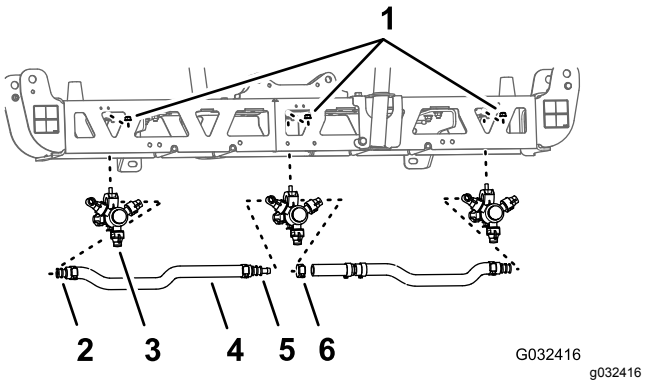
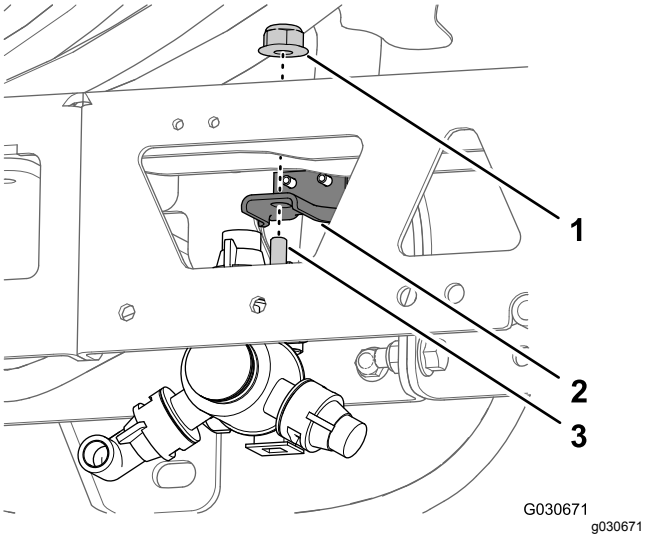

**Figur 70**
**Figur 71**
1. Ved midterbomsektionen afmonteres flangelåsemøtrikken, der fastgør sprøjtedysen til dysebeslaget (Figur 70 og Figur 71).
3. Afmonter dysen fra midterbomsektionen (Figur 70 og Figur 71).
5. Afmonter slangerne (3/4 tomme indvendig diameter), modhageslangeskafterne, klemmerne og T-fittingen med modhage fra midterbomsektionen (Figur 70).